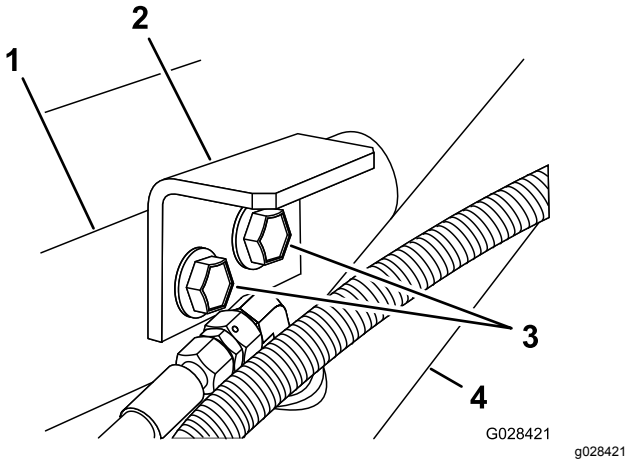

Figur 7
3. Montera låsfästena på stödfästet och ramen med de två flänsskruvar och flänslåsmuttrar som togs bort i steg 1 (Figur 7).